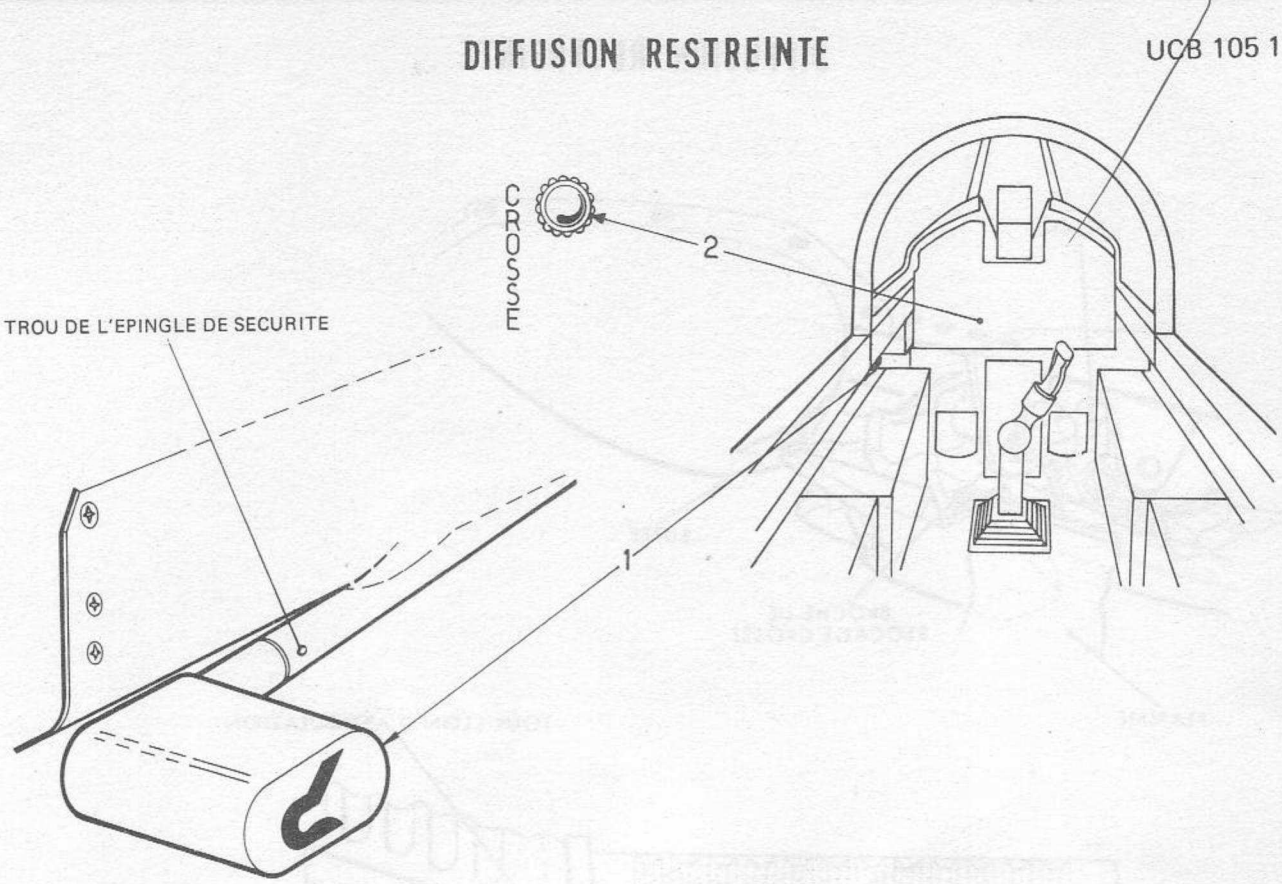

FIGURE 18 - COMMANDE DE LA CROSSE D'ARRET
7.8.1 - Commandes et instruments de contrôle (Fig. 18)